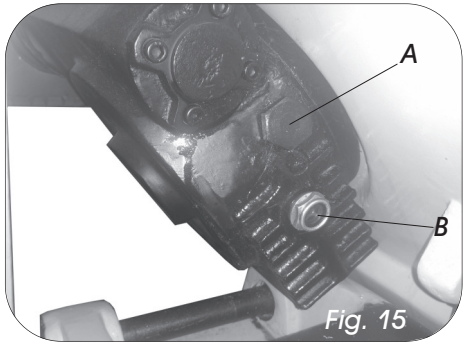

Fig. 15
- Remove the oil plug (Fig.15, A) and syphon the used oil out.